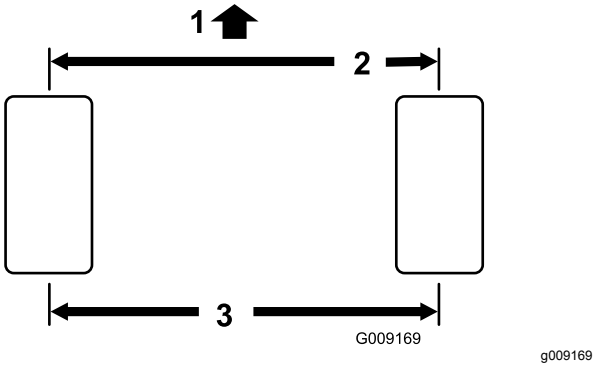

Figur 70
1. Mål avstanden fra midten til midten (i akselhøyde) foran og bak på styredekkene. Målingen foran må være 3 mm kortere enn målingen bak (Figur 70).